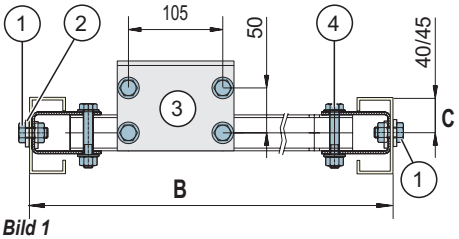

Bild 1
b. Traversenlänge einstellen (*Bild 1* -**4**) und Stützradtraverse probeweise einsetzen